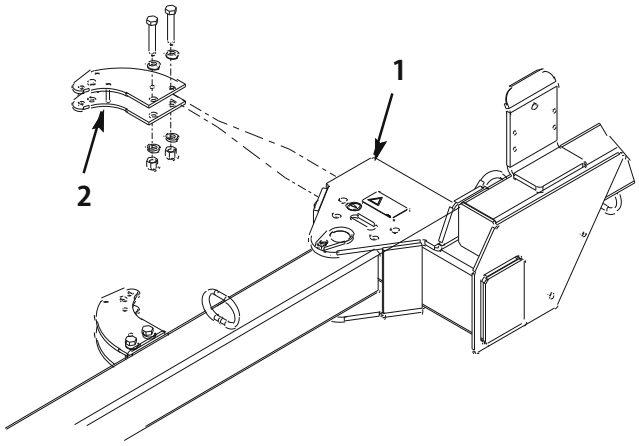

図3
1. キャップスクリュ（1/2–13 x 2–3/4"; 2本）, 平ワッシャ（0.531 x 0.063 ; 4枚）とロックナット（1/2–13; 1個）を使って、後アクチュエータ・タブをスイーパのフレームに取り付ける。各部が図3 のようになる。